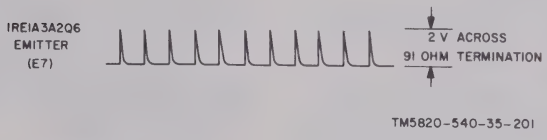

Figure 3-38. Pulse form restorer 1RE1A3 timing pulses.
(6) Connect the oscilloscope test lead b tween terminal E2 on pulse form restor 1RE1A3A2 board and ground. A 2-volt peak-t peak square wave should be displayed on t oscilloscope.
(7) Connect the oscilloscope test lead b tween terminal E7 on the pulse form restor 1RE1A3A2 board and ground. A 2-volt pea to-peak positive-going timing spike should be di played on the oscilloscope (fig. 3-38).
(10) If abnormal indications are obtained (6) or (7) above, replace pulse form restor 1RE1A3. Refer to chapter 6 of TM 11-5820-54 12 for replacement procedures.